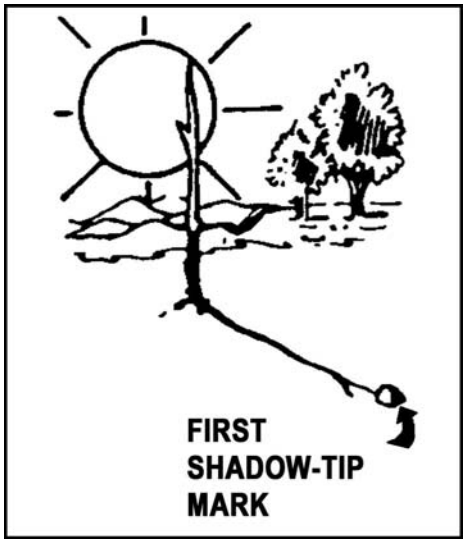

Figure C-40. First shadow-tip mark
a. Place a stick or branch into the ground vertically at a fairly level spot where the sun will cast a distinct shadow. Mark the shadow with a stone, twig, or other means (figure C-40).